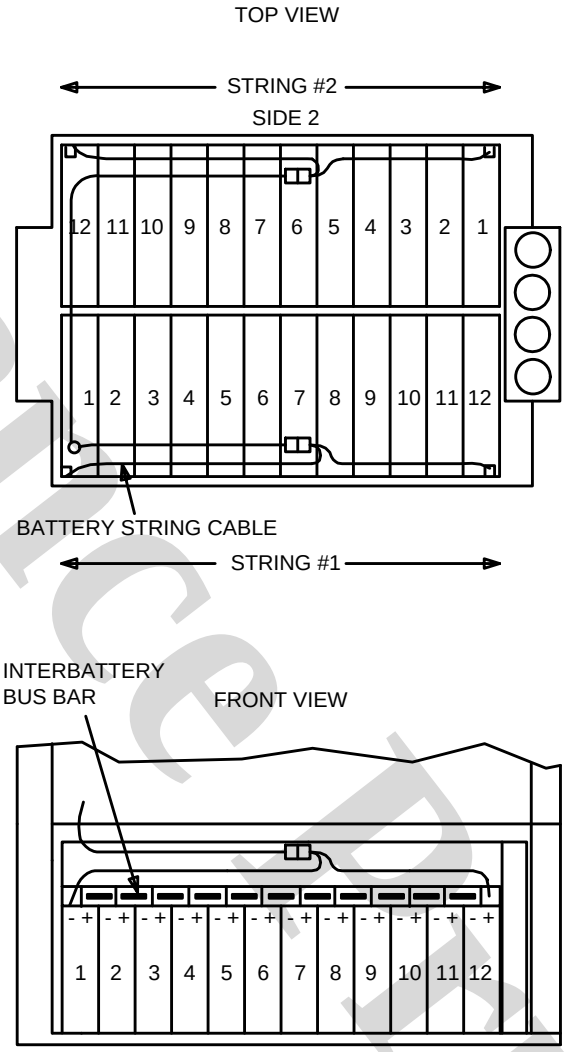

**Figure 1 – Layout of Lineage 2000 VR Series batteries in 80A cabinet**
9. Place all twelve batteries in the battery compartment as shown in Figure 1.